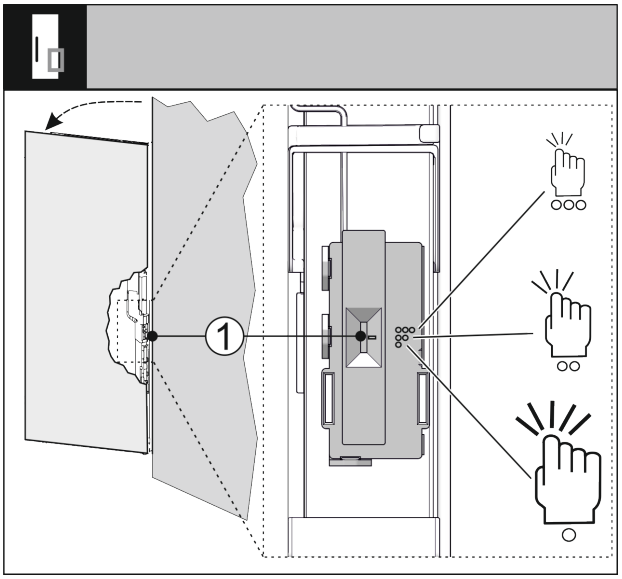

Fig. 34
You can use a switch *Fig. 34 (1)* to adjust the sensitivity of the knocking sensor. The switch is on the bottom third of the door on the hinge side.
- ▶ Move the switch *Fig. 34 (1)* to the required switch position.